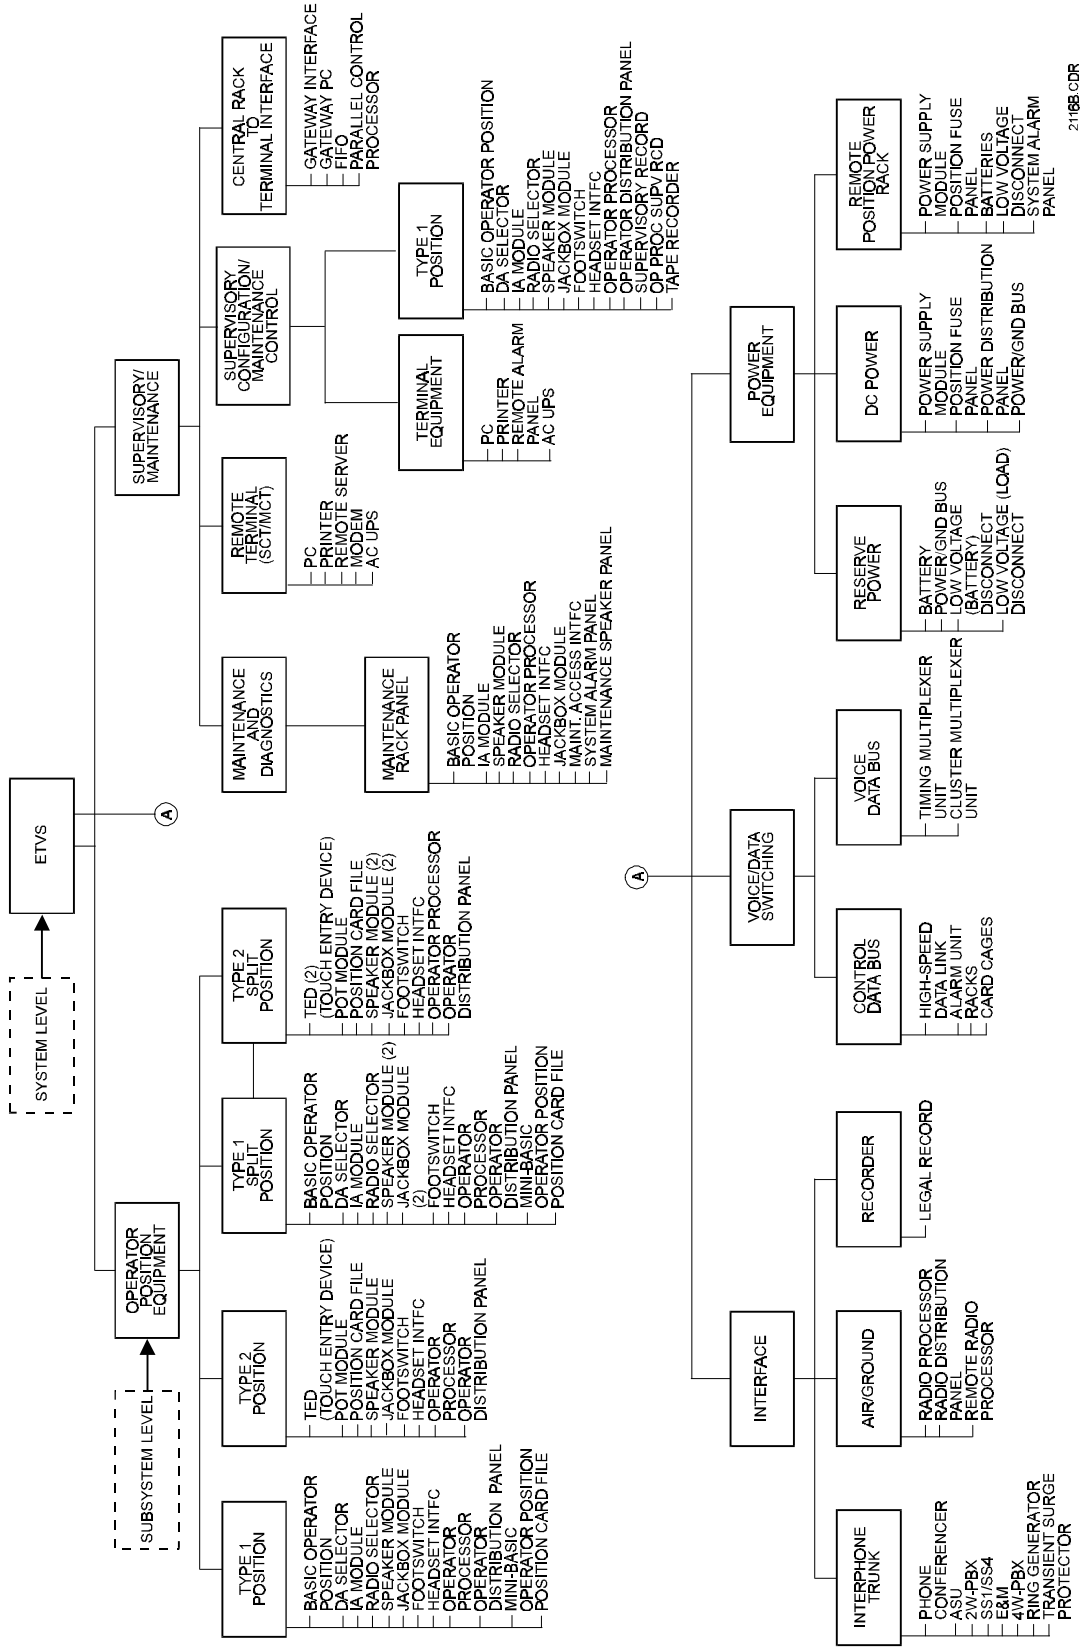

*Figure 1-1. ETVS Family Tree*
The system consists of position (console) equipment, rack-mounted interface and control equipment, system configuration and control equipment, and maintenance equipment. **Figure 1-1** defines the family tree for the ETVS.
The following equipment families listed in **Figure 1-1** are installed in the central rack:
- Operator Processors (under operator position equipment in **Figure 1-1**)
- Operator Distribution Panels (under operator position equipment in **Figure 1-1**)
The following equipment families listed in **Figure 1-1** are peripheral to the central rack: